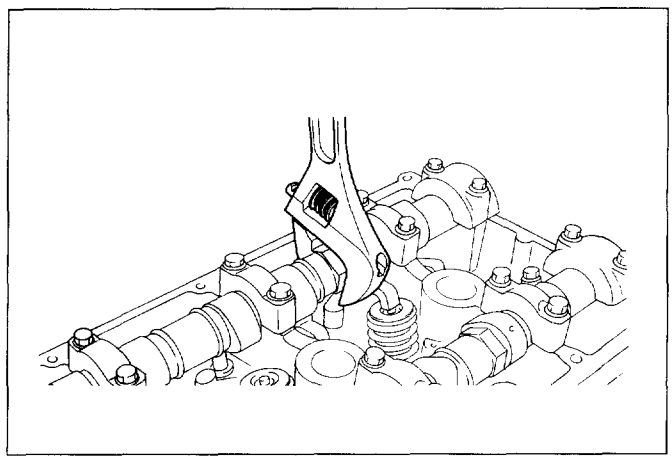

Fig. 6A-48
- Prevent the camshaft from turning by using an open end wrench as shown in the illustration (Fig. 6A-48). Tighten the pulley bolts.